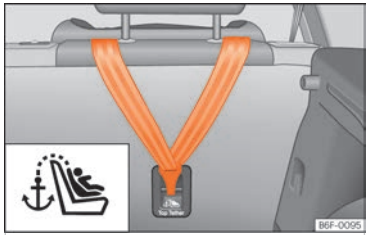

Fig. 41 Part posterior dels seients del darrere: argolles de subjecció per al cinturó Top Tether.
Les cadiretes infantils amb sistema Top Tether incorporen una corretja addicional per subjectar-la a un punt d'ancoratge al vehicle. Aquest punt d'ancoratge es troba a la part posterior del respatller del seient del darrere (identificat amb el símbol ⚓) i proporciona una major retenció ››› fig. 41.
- Feu lliscar la corretja i fixeu-la correctament amb l'ancoratge de la part posterior del respatller ››› fig. 41.